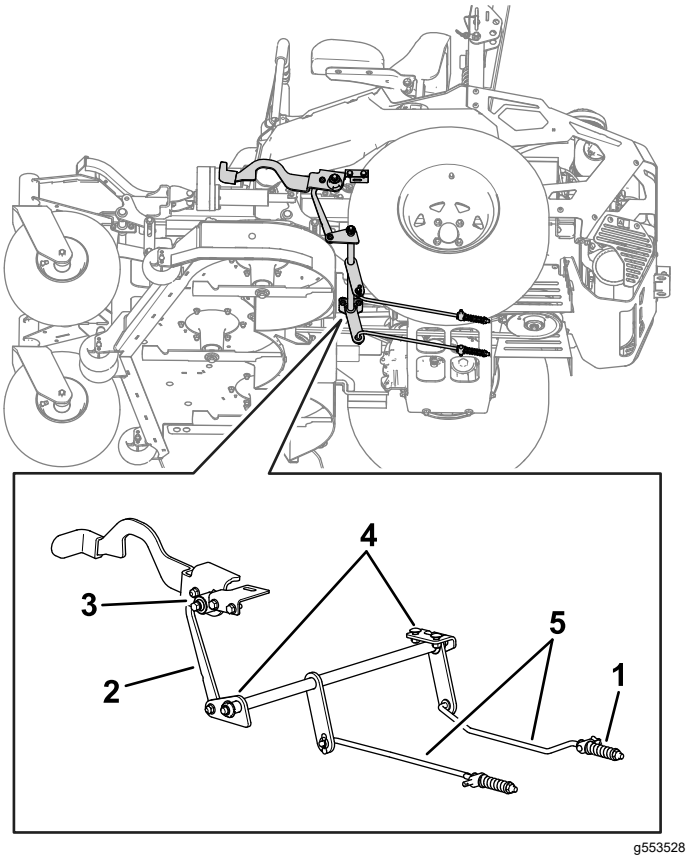

Figure 57
7. Si un réglage est nécessaire, desserrez le frein de stationnement. Vérifiez l'usure de tous les composants de la timonerie du frein de stationnement. Remplacez tout composant usé (Figure 57) et répétez l'opération 6.